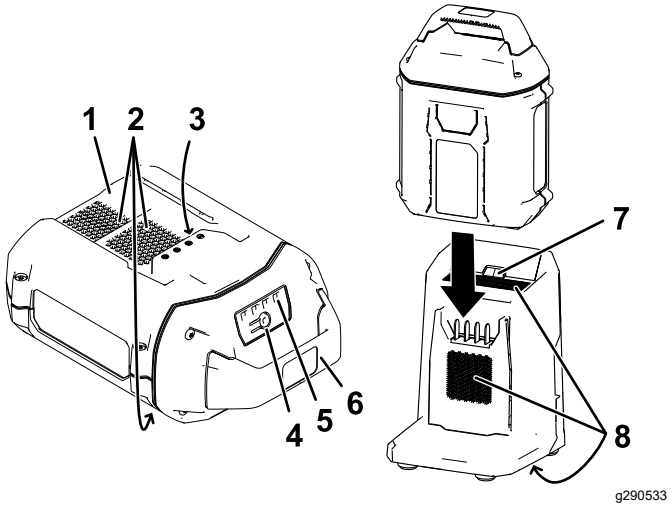

Figur 13
2. Innrett kammeret i batteripakken (Figur 13) med koblingsarmen på laderen.
3. Skyv batteripakken inn i laderen til den sitter helt fast (Figur 13).